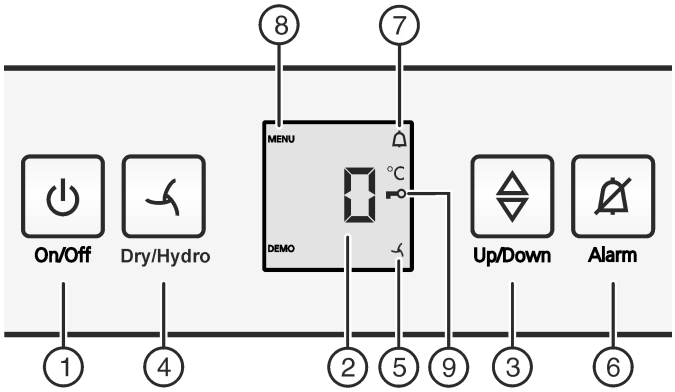

*Fig. 2*
▶ Натиснете бутона On/Off *Fig. 2 (1)*.
▶ Активиране на режим настройки: Натиснете бутон Dry/Hydro *Fig. 2 (4)* за ок. 6 сек.
▷ Символът Меню *Fig. 2 (8)* светва.
▶ Натиснете за кратко бутона Dry/Hydro *Fig. 2 (4)*, за да потвърдите.
▶ За включване на защитата от деца натиснете за кратко бутона Dry/Hydro *Fig. 2 (4)*.
▷ Символът Защита от деца *Fig. 2 (9)* светва. На индикатора мига **c**.
▶ За изключване на защитата от деца натиснете за кратко бутона Dry/Hydro *Fig. 2 (4)*.
▷ Символът Защита от деца *Fig. 2 (9)* угасва. На индикатора мига **c**.
▶ Деактивиране на режима на настройка: Натиснете бутона On/Off *Fig. 2 (1)*.
▶ Натиснете бутона Аларма *Fig. 2 (6)*.